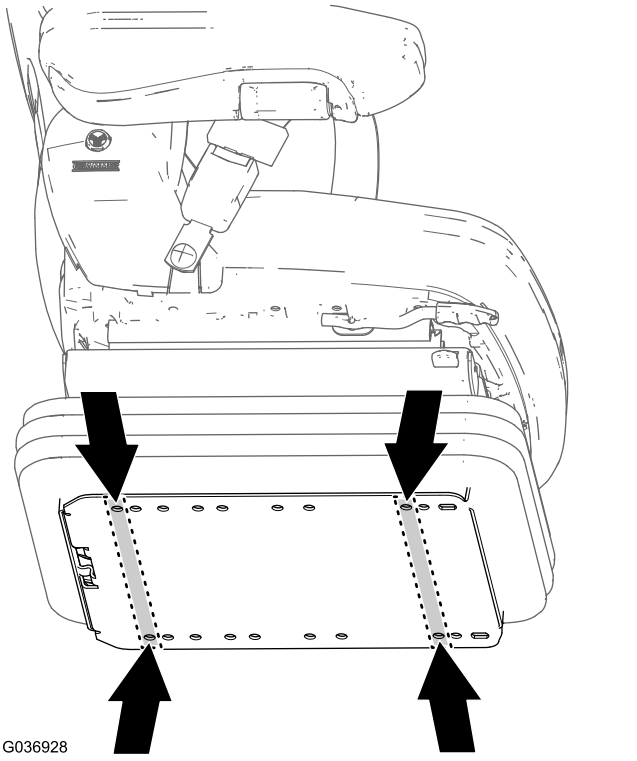

Rysunek 16
1. Zlokalizuj otwory w płycie dolnej nowego fotela służące do zamocowania go do maszyny (Rysunek 16).